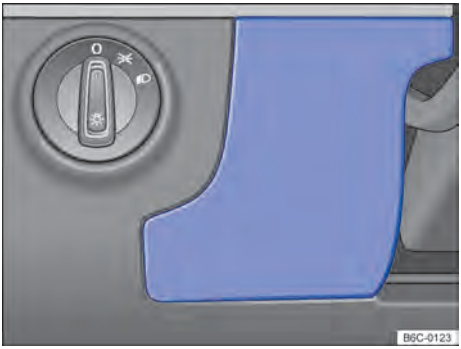

Fig. 172 Del lado del conductor en el panel de instrumentos: cubierta de la caja de fusibles.
– Sostener la cubierta de la caja de fusibles → fig. 172 y tirarla hacia adelante.